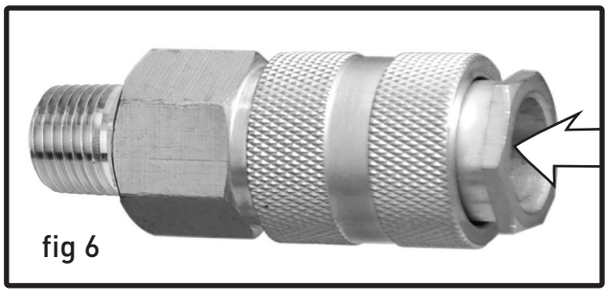

fig 6
1. Appuyez simplement sur le "connecteur" ou "brancher" dans le raccord (fig. 6) et s'engage automatiquement.